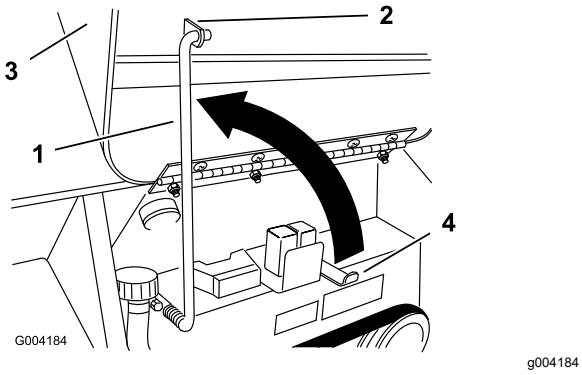

Figuur 24
4. Klap de steunstang omhoog en zet de stang vast in de beugel op de motorkap (Figuur 24).